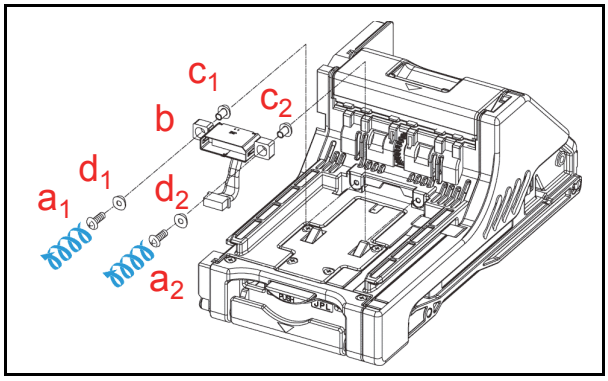

Figure 4-18 Validation Unit Harness Removal
1. Remove the two (2) mounting Screws (See Figure 4-18 a_1 & a_2) retaining the Validation Unit Harness in place (See Figure 4-18 b).
NOTE: Ensure that when the Collars (See Figure 4-18 c_1 & c_2) and/or Washers are removed (See Figure 4-18 d_1 & d_2) that they are not accidentally lost once they are removed.